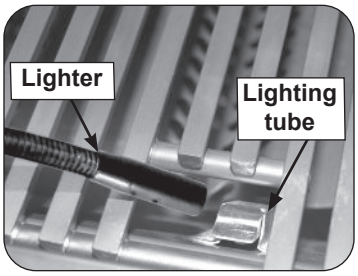

Fig. 25-2 Manual lighting via lighting tube
2. Insert either a burning long-barrel butane lighter or a burning long-stem match through the cooking grid opening to the top of the lighting tube. (Fig. 25-2). For backburners or infrared burners, hold the flame against the surface of the backburner/infrared burner. For charcoal burners, hold the flame near the burner.